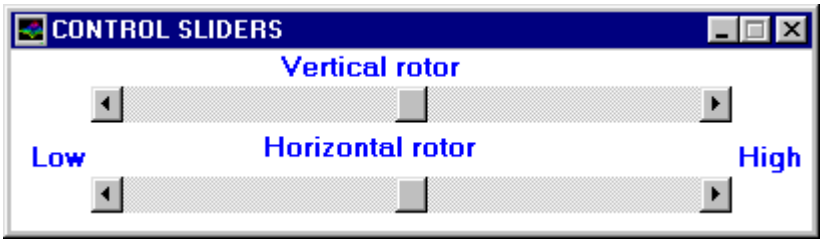

Figure 2-5: Control Sliders
- Next check if the control of the rotor movement is possible. For this purpose fix the beam by hand and double click on the ***Control slider*** block. The following window opens (Figure 2-5):